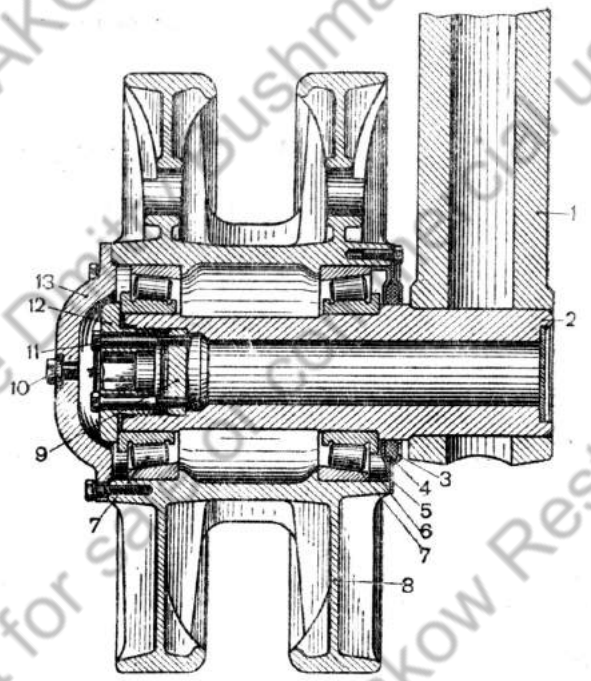
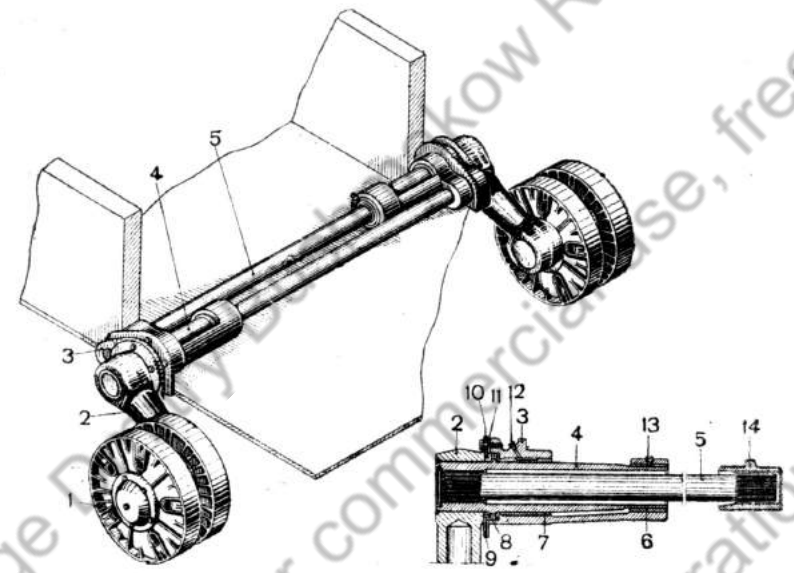

Рис. 196. Опорный каток (разрез):
Рис. 204. Нижняя подвеска:
Опорные катки монтируются на осях 2, впрессованных и приваренных в балансиры *1* (рис. 196).
Чтобы снять опорный каток (рис. 196), необходимо:
3. Вывернуть болты, снять броневой колпак *13* (рис. 196).
9. Ключом длиной рукоятки в 1 м завернуть пробку *12* (рис. 196) доотказа, затем отвернуть пробку настолько, чтобы колесо проворачивалось рукой с трудом. Отвернуть пробку ещё на $^1/_{10}$—$^1/_5$ оборота и проверить, как вращается каток. Он должен вращаться без заеданий.
Верхней и нижней головкой балансир *2* (рис. 204) напрессовывается в горячем виде на трубу балансира *4* и на ось катка *2* (рис. 196). После напрессовки труба балансира и ось катка привариваются с торца к балансиру.
Труба балансира *4* (рис. 204) вращается в двух чугунных втулках *6* и *7*, запрессованных в кронштейн *3*. От продольного смещения балансир удерживается фланцем *9*.
Торсионный вал *5* (рис. 204) изготовлен из легированной стали. На концах вала имеются треугольные шлицы. Один конец вала соединён шлицами с трубой балансира, другой — закреплён неподвижно в кронштейне, приваренном к корпусу танка.
1. Вынуть пружинное кольцо (рис. 204), снять крышку и прокладку, предварительно разгрузив торсионный вал.
2. Отвернуть болты во фланце 9 (рис. 204) балансира и снять балансир.
1. Перед тем как устанавливать балансир в сборе с катком, удалить старую смазку. Канавки втулки 7 (рис. 204) заполнить